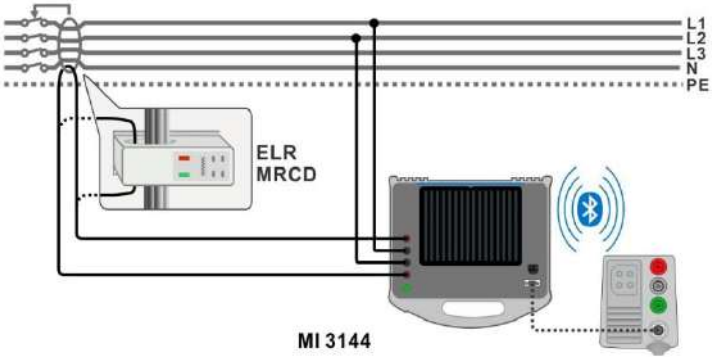

Figure 7.80: ELR Current Injection Test / Combination Time Test connection
- Connect test leads to the object under test. See ***Figure 7.80***.
See ***Figure 7.80***.